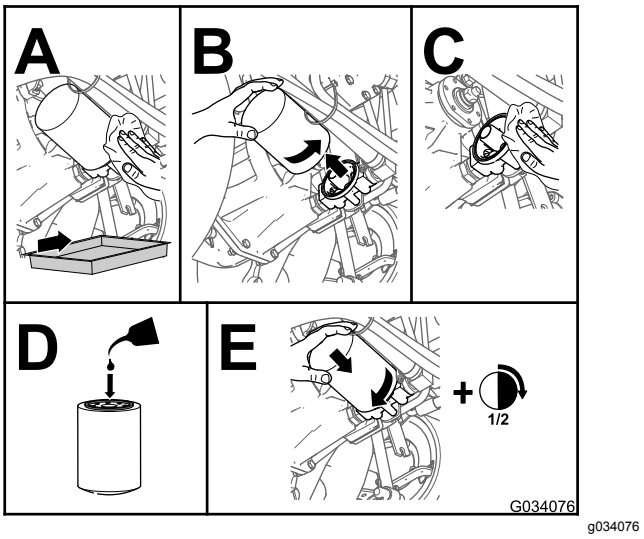

Figur 83
4. Skift ut det hydrauliske filteret (Figur 83).